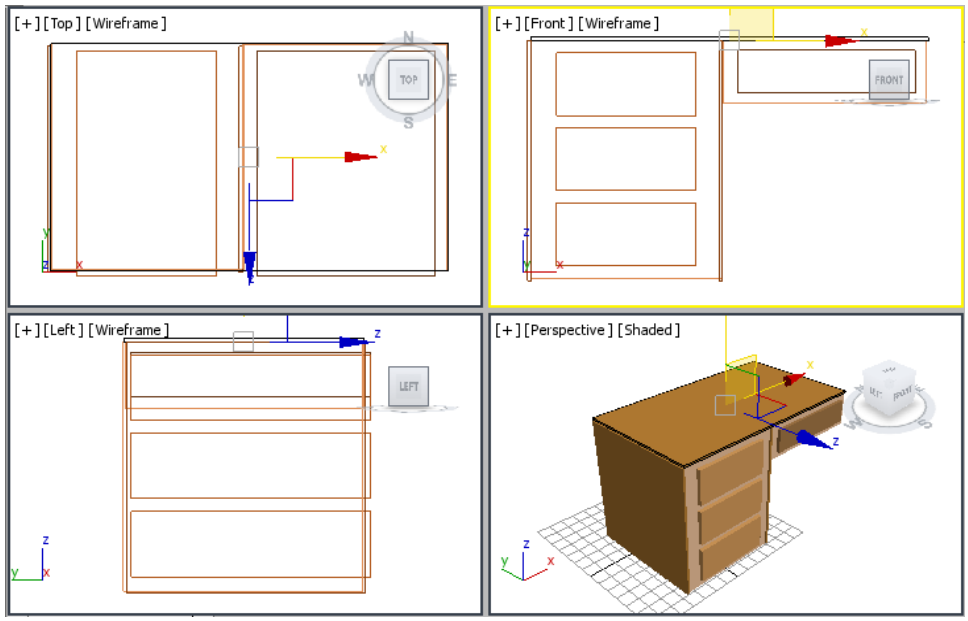

Figure 2-56 *Alignment of upper face with top of the table*
7. Align *upper face* with the top of the table, as shown in Figure 2-56.